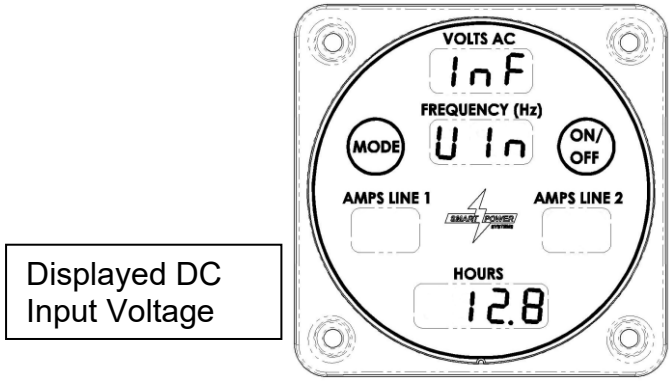

Figure 21 – DC Input Voltage Display
c. DC supply voltage as measured by the generator system controller will be displayed next in the hours field by pressing the Mode switch a third time as seen in Figure 21.